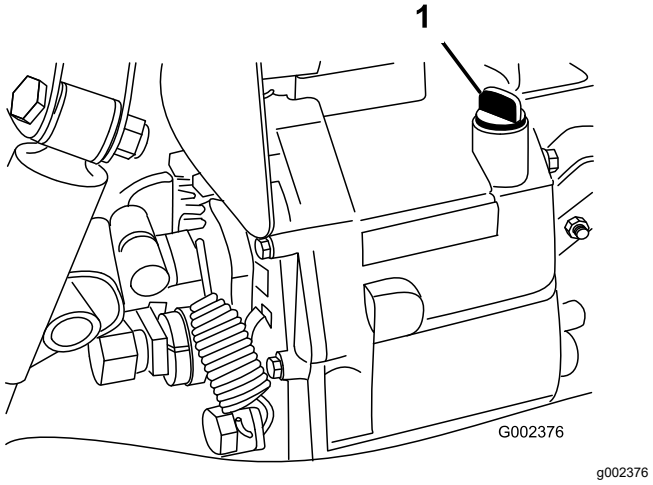

Figur 69
5. Gör rent området kring oljestickan (Figur 69).